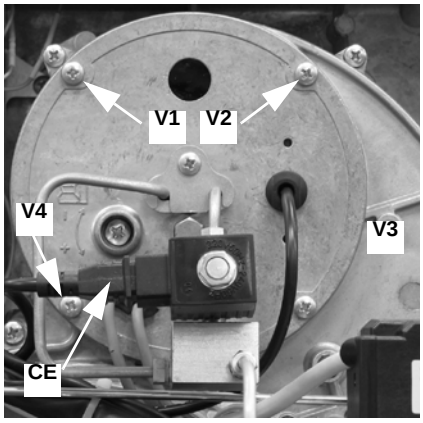

Fig. 41
- Extraer los 4 tornillo **V1** - **V4** indicados en Fig. 41.
- Extraer el conector **CE** de la electroválvula **EV2** (Fig. 41).